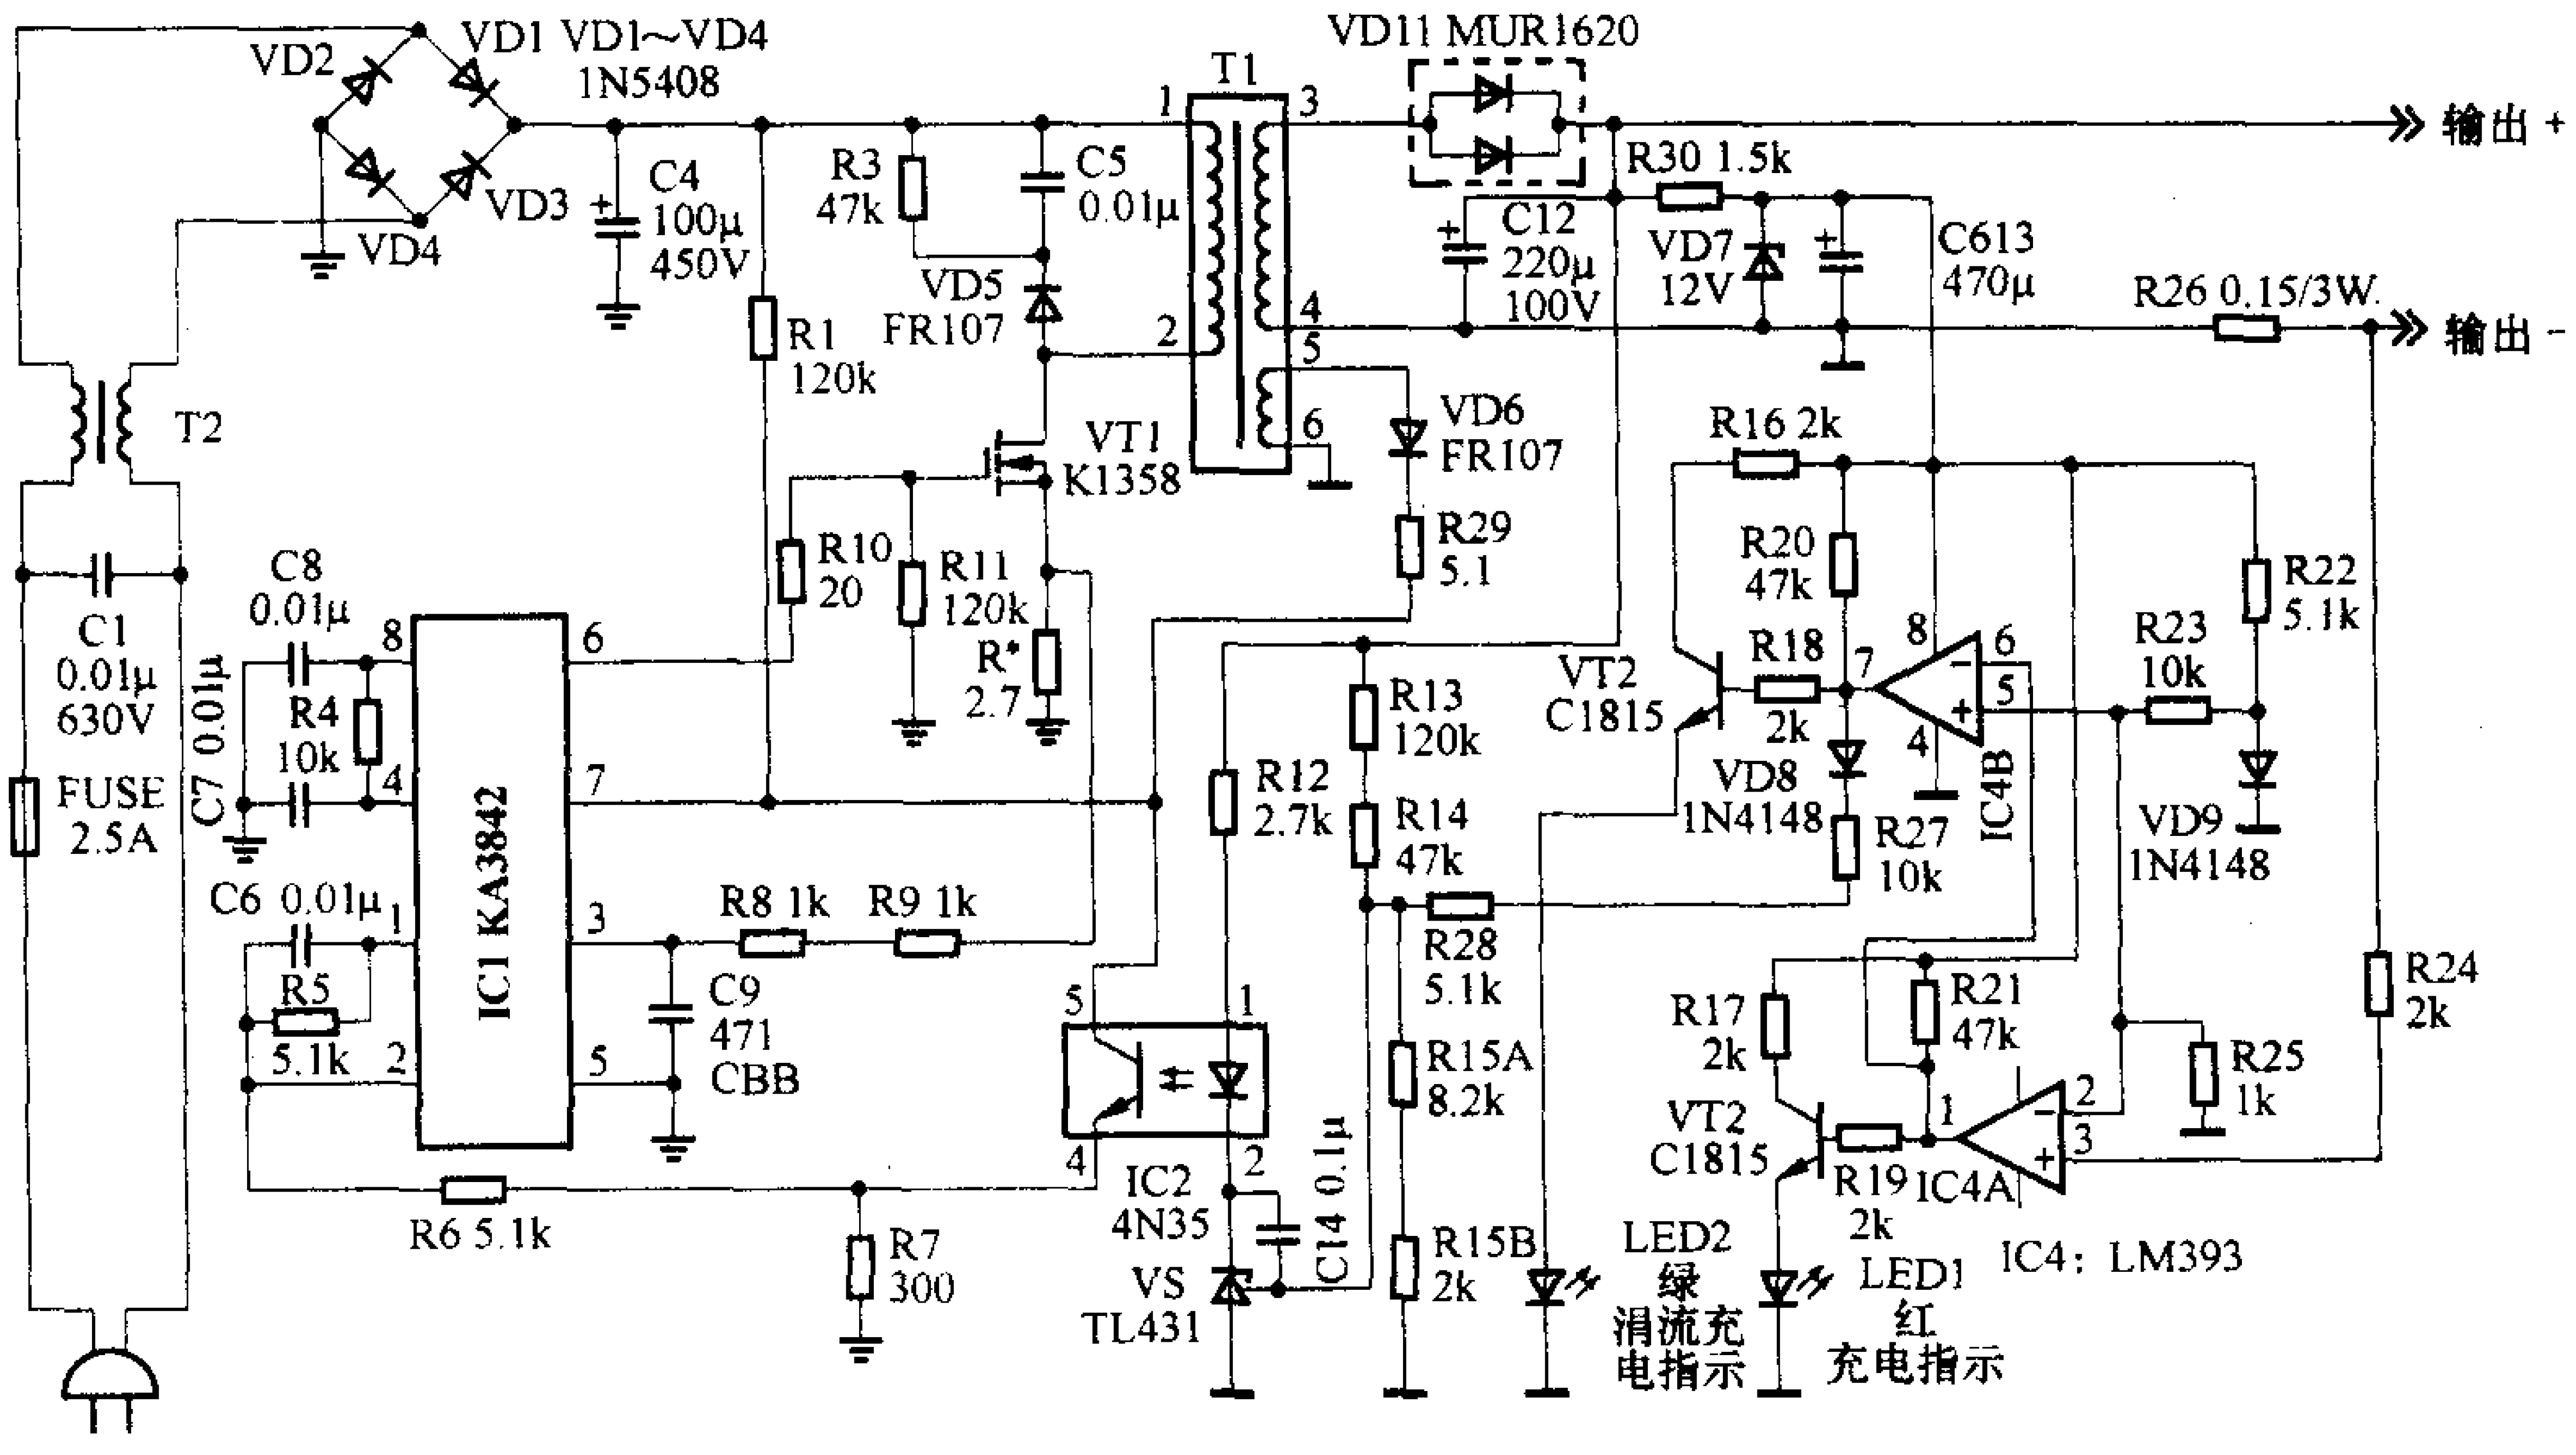

图 16 采用 KA3842 和 LM393 的电动车充电器电路
8. 采用KA3842和LM393的电动车充电器图纸，见图16。